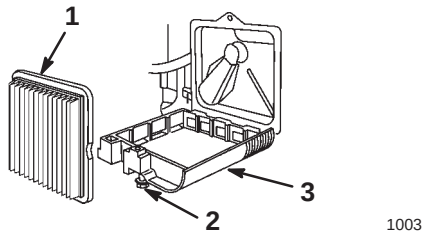

Bild 18
3. Lockern Sie die Befestigungsschraube, die den Luftfilterdeckel absichert (Bild 18).
4. Kippen Sie den Luftfilterdeckel nach unten und reinigen ihn gründlich (Bild 18).
5. Entfernen und entsorgen Sie den Papierluftfilter (Bild 18).
6. Legen Sie einen neuen Papierluftfilter ein (Bild 18).